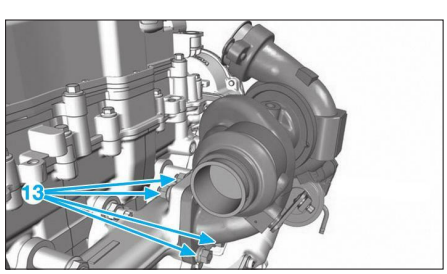

**Fig. 63**
- les quatre écrous (13) de fixation du turbocompresseur **(Fig.63)**,